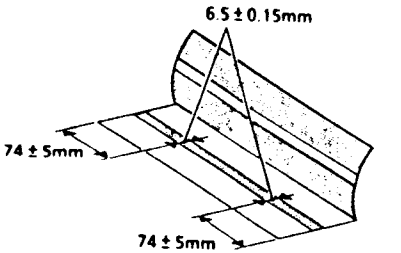

Рис. 4 NZM-0128
6. (Рис. 4): Аккуратно раскройте копию. Измерьте ширину черной полосы на расстоянии 74 ± 5 мм от краев копии. Проверьте, что ширина черной полосы из-за переноса тонера равна 6,5 ± 0,15 мм.